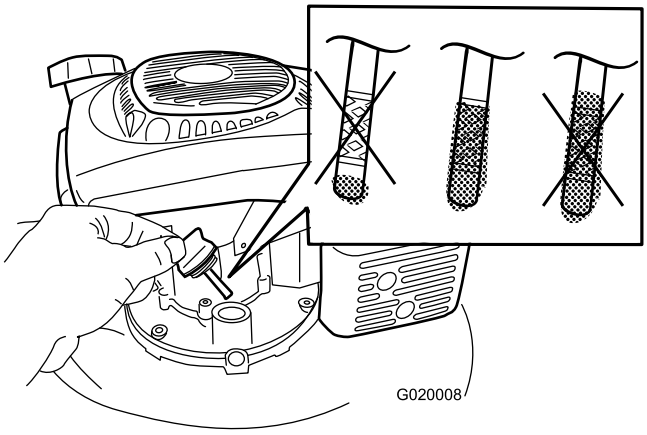

Figur 22
7. Fyll **långsamt** på olja i påfyllningshålet tills nivån når markeringen Full på oljestickan (Figur 22). **Fyll inte på för mycket.** (Maximal påfyllning: 0,59 l, typ: 10W-30 eller SAE 30 renad fordonsolja med API-klassificering SJ eller högre.)